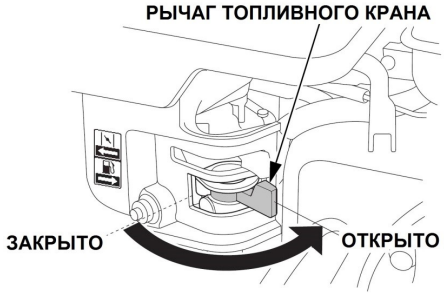

**Рис. 19 Рычаг топливного крана**
4. Откройте топливный кран переводом рычага вправо (Рис. 19).